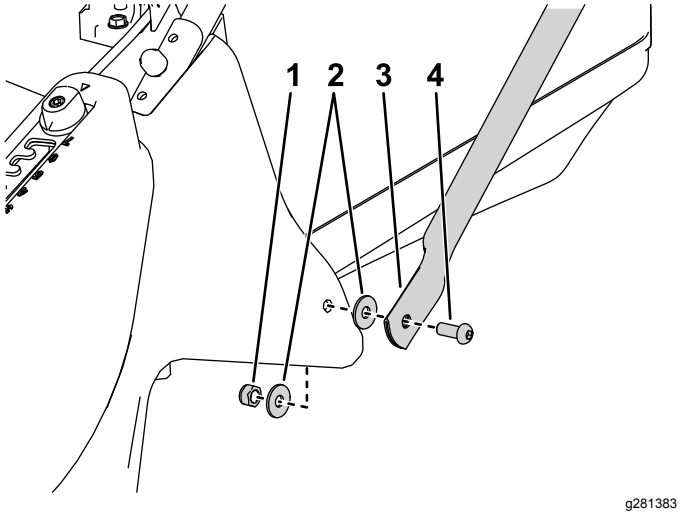

Figur 4
3. Monter bunnen av støttehåndtakene på hver side av klippeenheten med en bolt, flate skiver på innsiden og utsiden av klippeenheten og en låsemutter (Figur 4).